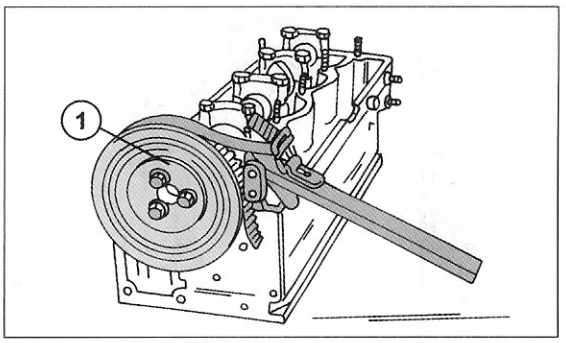

Bild 70
- Als Erstes das Steuerrad der Nockenwelle ausbauen. Das Steuerrad muss dabei gegen Mitdrehen gehalten werden. Wie dies durchgeführt werden kann, zeigt Ihnen Bild 70. Das Steuerrad wird mit drei Schrauben gehalten.